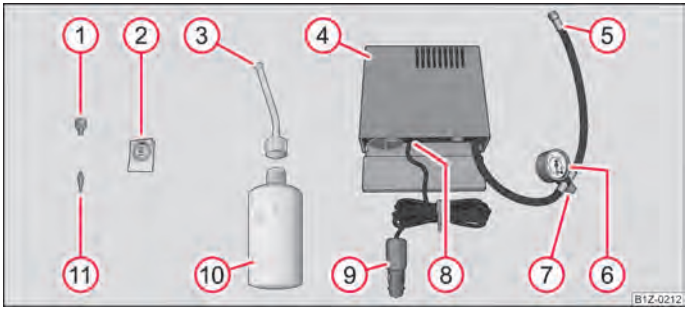

Fig. 170 Components of the tyre repair kit
– Stick the sticker ② ⇒ fig. 170 on the dash panel in view of the driver.
– Use the valve remover ① to remove the valve core and place it down on a clean surface. ■
– Forcefully shake the tyre inflator bottle ⑩ ⇒ fig. 170 several times.
– Firmly screw inflation hose ③ onto the tyre inflator bottle in a clockwise direction ⑩. The film on the cap is pierced automatically.
– Remove the plug from the inflation hose ③ and plug the open end fully into the tyre valve.
– Hold the bottle ⑩ with the floor facing upwards and fill the whole sealing agent in the tyre inflator bottle into the tyres.
– Screw the valve core back into the tyre valve using the valve remover ①.
– Screw the tyre inflation hose ⑤ ⇒ fig. 170 of the air compressor firmly onto the tyre valve.
– Check whether the air release valve ⑦ is closed. ▶
- Plug the connector (9) into 12 Volt socket ⇒ page 76.
- Switch on the air compressor with the ON and OFF switch (8).
- If you cannot reach an air pressure of 2.0 – 2.5 bar, unscrew the tyre inflation hose (5) from the tyre valve.
- Screw the tyre inflation hose of the air compressor (5) firmly back onto the tyre valve and repeat the inflation procedure.